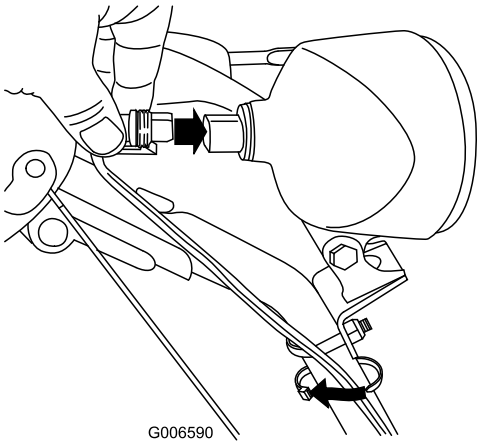

Рисунок 60
6. Вставьте соединитель в тыльную часть фары и надежно закрепите его (Рисунок 60).